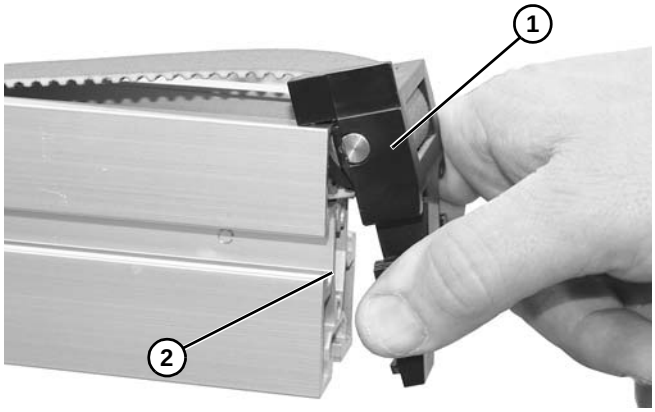

Figure 23
4. Remove the end cap **(Figure 23, item 1)** from the conveyor **(Figure 23, item 2)** on both ends.